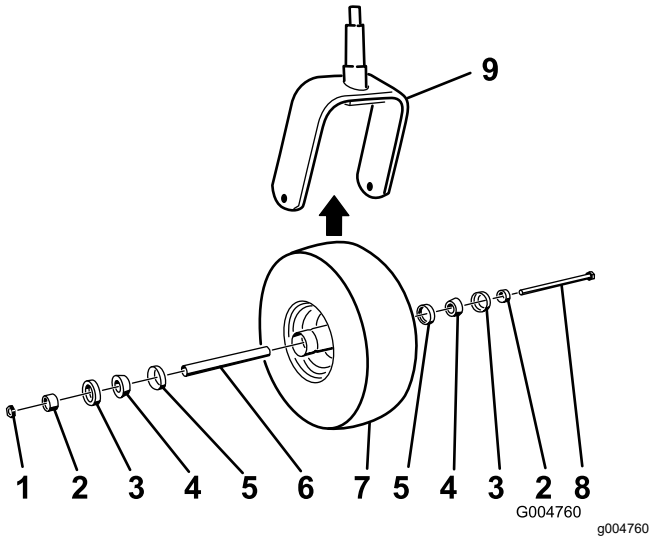

Figur 43
2. Ta bort låsmuttern från skruven (Figur 43).
5. Montera svänghjulet genom att föra in konlagren och packningarna, tätade med fett, i hjulnavet, så som visas i Figur 43.